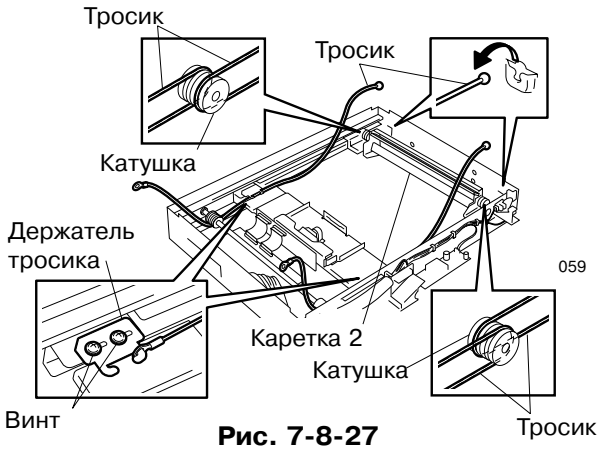

Рис. 7-8-27
10. Отсоедините тросик от каретки 2. (См.Рис. 7-8-27)